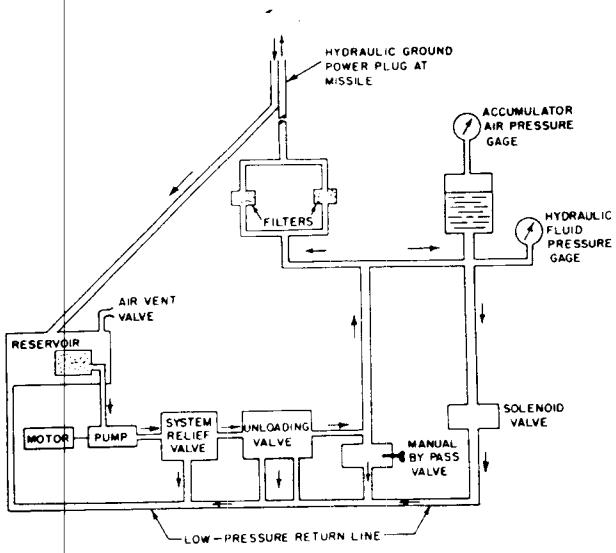

*Figure 97. Hydraulic flow diagram.*
*b. Scheme of Operation* (fig. 97).
(1) Hydraulic fluid (MIL–0–5606), stored in the test stand reservoir, is drawn through a suction line filter into the electrically driven pump. This 2-stage, van-type pump forces the fluid into the high-pressure line and through the system relief valve. The system relief valve has two outlets, one to the high-pressure line (H) and one to the low-pressure return line (L). If the unloading valve fails to function properly and the pressure exceeds the setting of the system relief valve (2,250 to 2,350 psi) the high-pressure oil is diverted into the low-pressure return line and back to the reservoir instead of back through the pump.
(2) From the system relief valve, the high-pressure line goes to the unloading valve. The unloading valve also has connections to the return line and to the high-pressure line. This valve is set so that when the pressure in the line exceeds 1,750 to 1,950 pounds per square inch, the high-pressure oil is diverted into the return line and back to the reservoir.
(3) The high-pressure line from the unloading valve connects into a two-way tee. One side of this tee connects to the low-pressure return line through the manual bypass valve. When the manual bypass valve is opened (counterclockwise), the high-pressure oil is returned to the low-pressure return line. When the valve is closed (clockwise) the low-pressure return line port is closed and the hydraulic oil is forced further toward the outlet (the